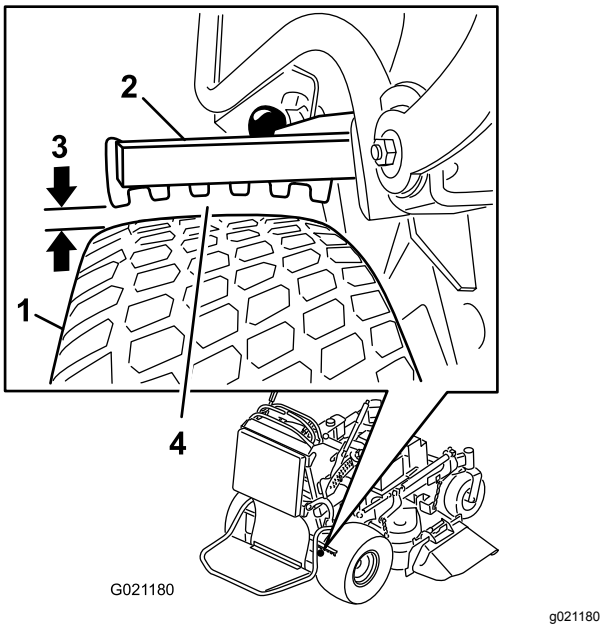

Figur 62
6. Tag udgangspunkt i den side med mindst afstand, og sørg for, at afstanden er mellem 3 og 6 mm som vist i Figur 62. Se Justering af bremserne (side 48), når justering bliver nødvendig.
5. Juster gaflen (Figur 62).